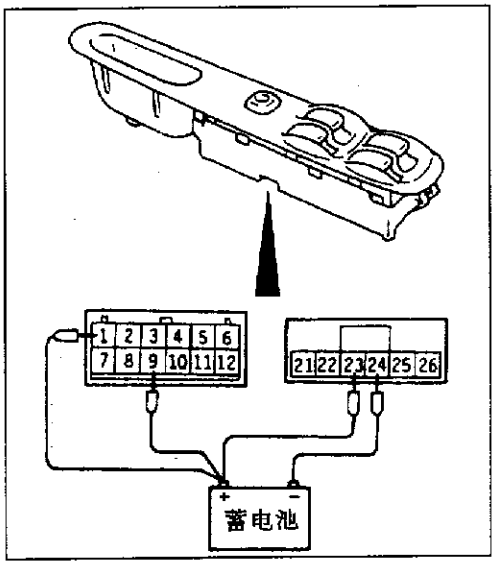

图 10－7－3
(2)GACANT 车型主开关检查如图 10－7－3 及表 10－7－3 所示。
①把蓄电池电压加到 1、9、23 和 24 号端子上。
②操作开关，检查端子之间的导通状况。